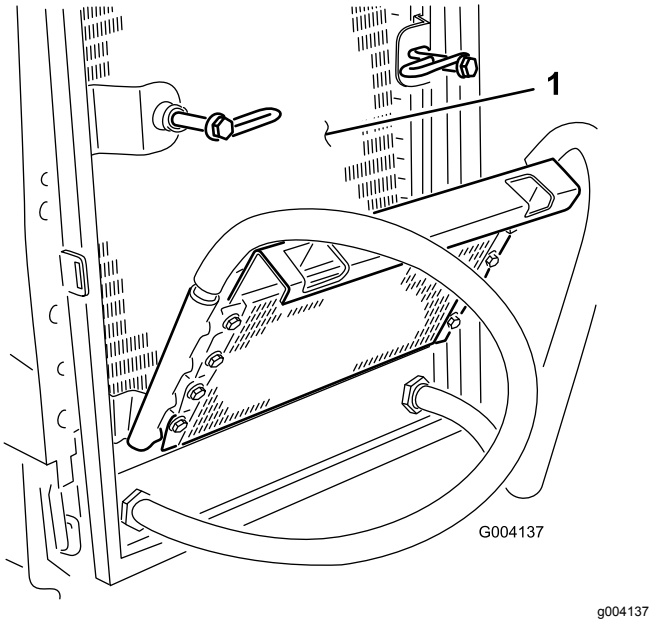

Figur 62
6. Rengør begge sider af oliekøler og køler (Figur 62) grundigt med trykluft.